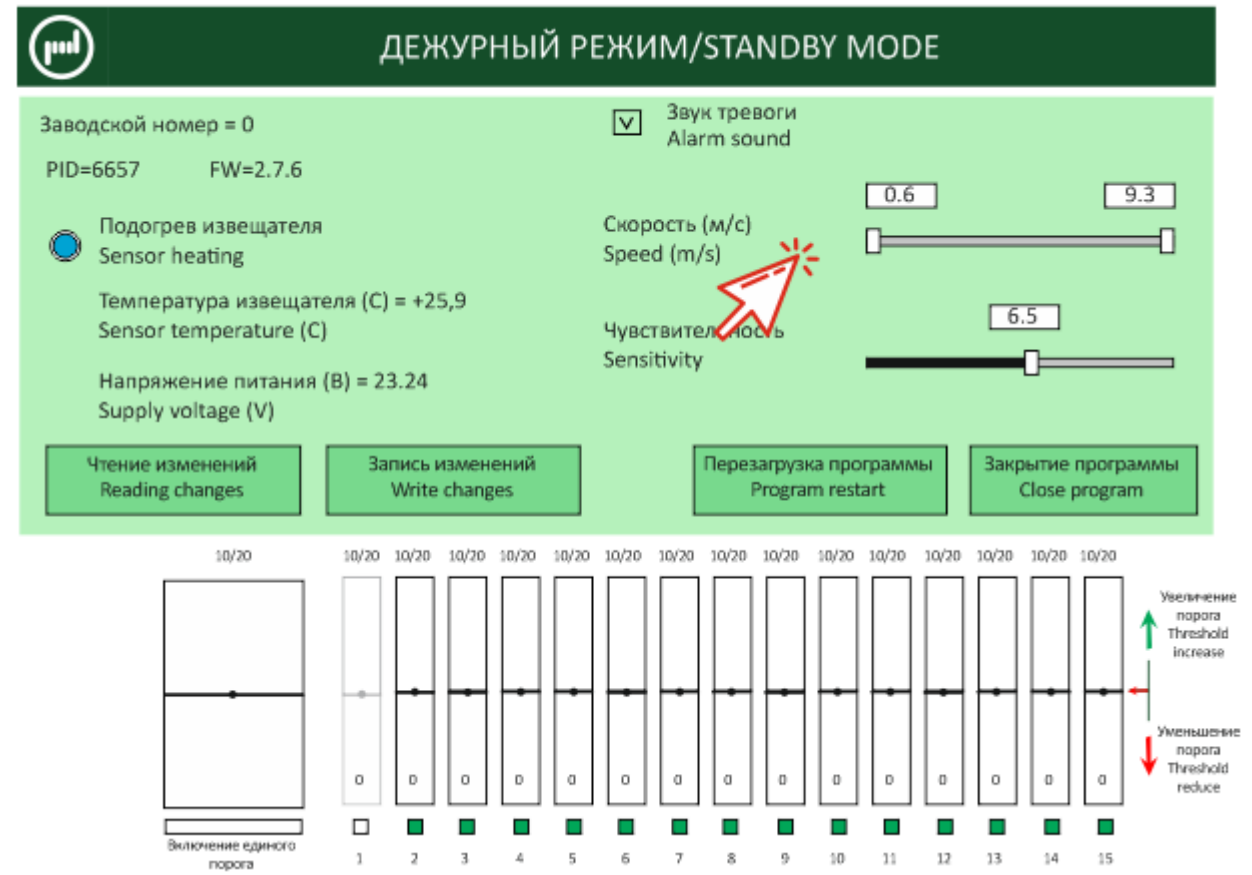
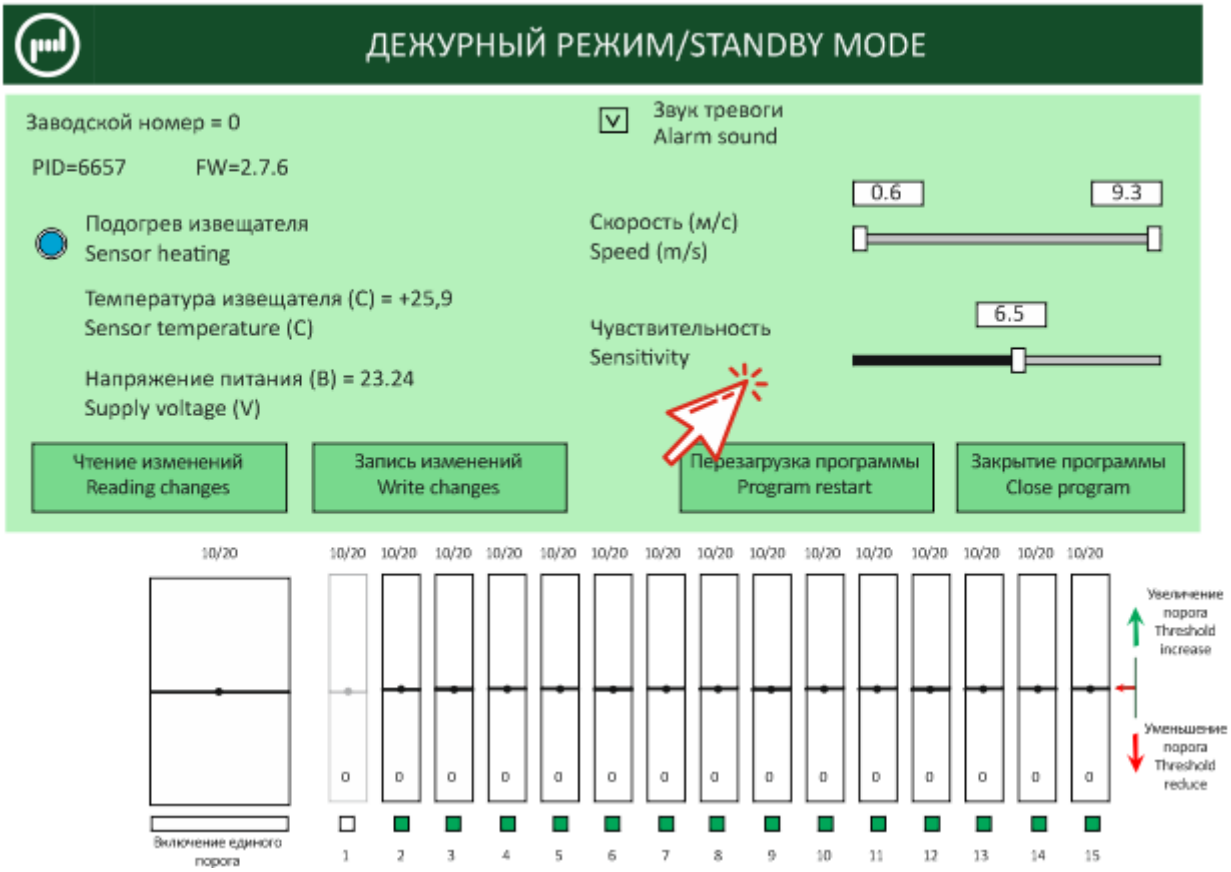

Рис.11.8
Рис. 11.9
11.2.1.7 Выставить необходимый диапазон принимаемых во внимание скоростей нарушителя (рис.11.8) и чувствительности (рис. 11.9)